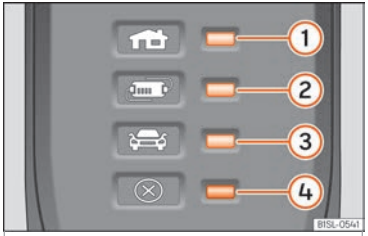

Fig. 233 Sur le câble de charge pour prises de courant : Témoins de contrôle sur le dispositif de protection.
›› fig. 233:
Le dispositif électronique de protection ›› fig. 233 fait que le connecteur de charge demeure sans courant tant que la prise de charge du véhicule n'est pas branchée.
Un ou plusieurs des témoins de contrôle ›› fig. 233 ①, ② ou ③ s'allument en vert.
Indication ›› fig. 233	Signification
Si le témoin d'alerte ④ rouge clignote ou s'allume sans qu'un des témoins de contrôle ››› fig. 233 ①, ② ou ③ l'indicateur de fonctionnement ne s'allume de façon permanente, il y a une panne.
Indication ››› fig. 233	Signification